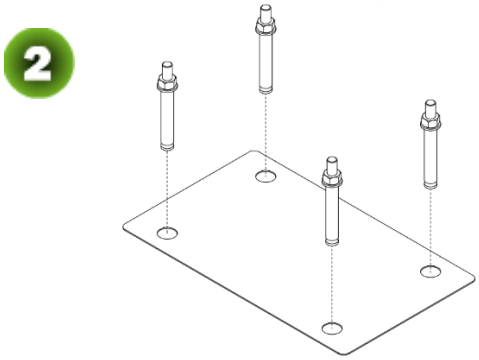

Figure 2-3B
2) Drive four expansion bolts into the Bolt Holes Dimensioning, as shown in Figure 2-3B.